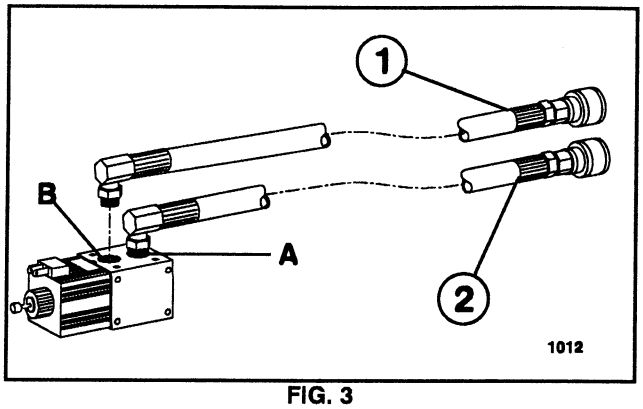

FIG. 3
3. Make Hydraulic Hose connection from the Directional Valve to the Hydraulic Motor as shown in FIG. 3.